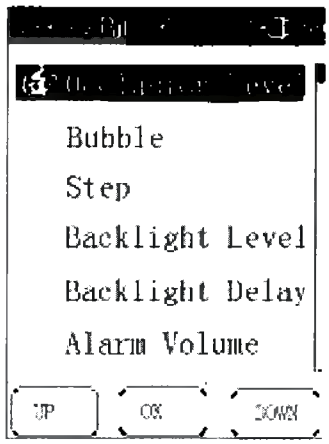

Рис. 5 – Экран системных настроек
- Нажмите кнопки “UP” или “DOWN”, чтобы выделить нужный пункт. Затем нажмите кнопку “OK”, чтобы войти в настройки выбранного пункта (рис. 5).